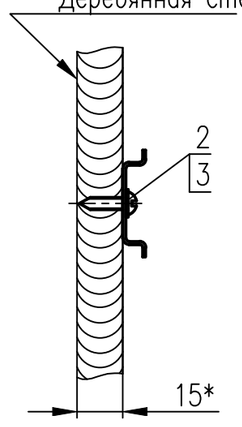

Рис. 5
– по рис. 5 в текстолитовой стене выполнить 2 отв. ⌀4,2мм;